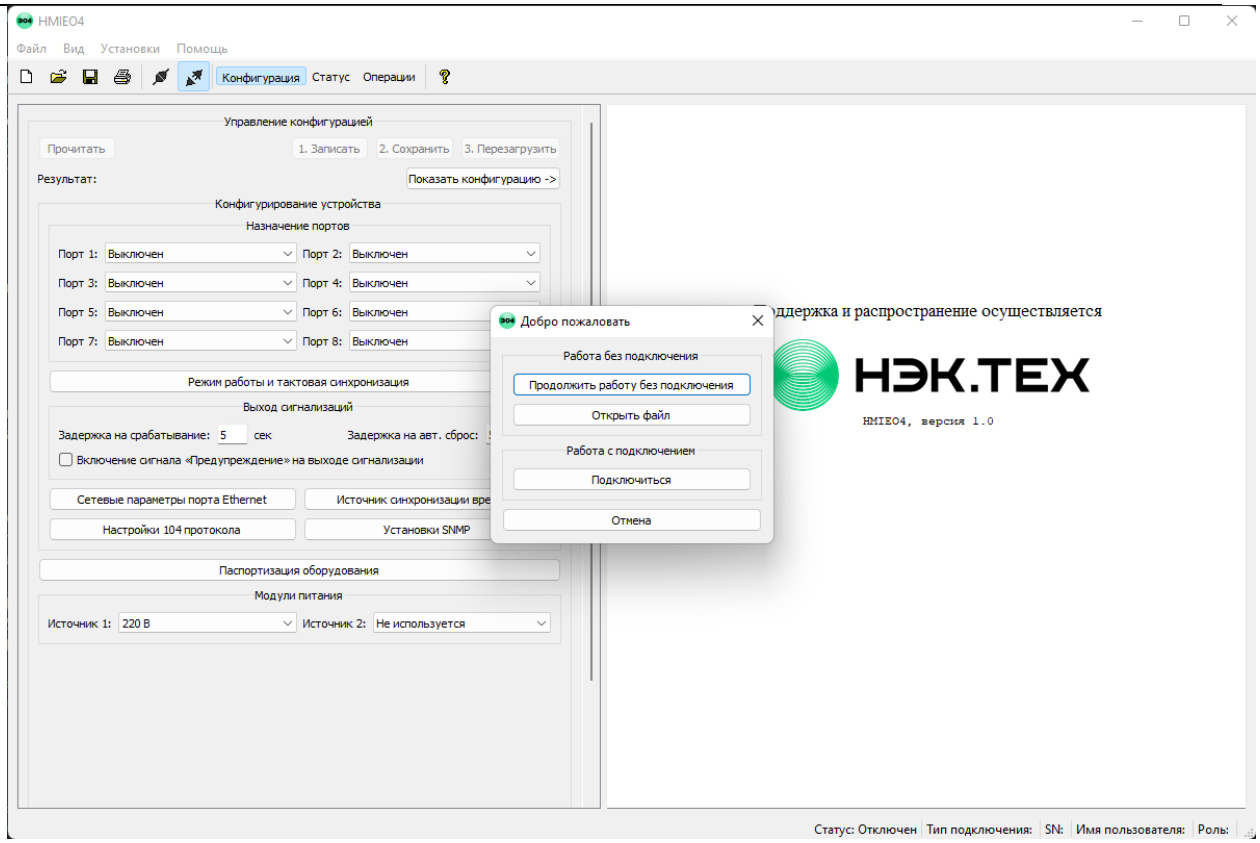

Рис. 2 Диалоговое окно «Добро пожаловать»
После запуска приложения откроется окно, изображённое на Рис. 2.
- В стартовом диалоговом окне «Добро пожаловать» (Рис. 2), выберите режим работы с ЭО4 «Продолжить работу без подключения». Окно «Добро пожаловать» закроется, и вы окажитесь на странице вида «Конфигурация».